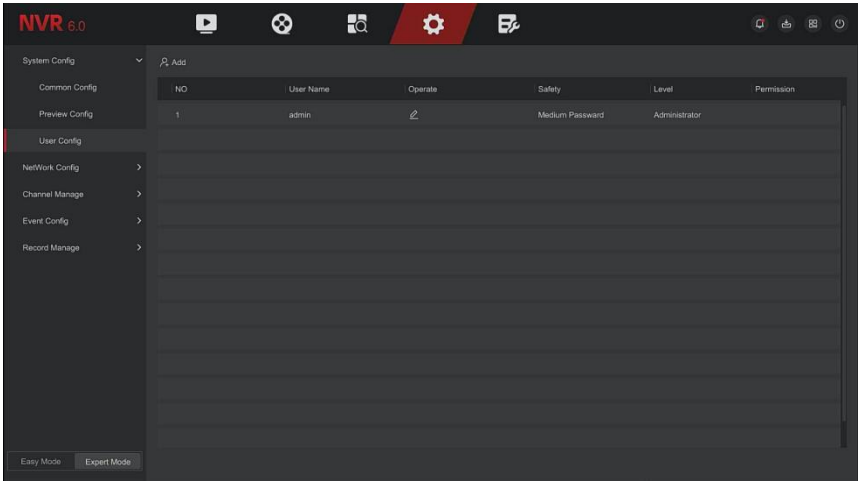

Figure 5-60
Step 1: In the main menu, choose "Config → Expert Mode → System Config→User Config" to enter User interface, as shown in Figure 5-60.